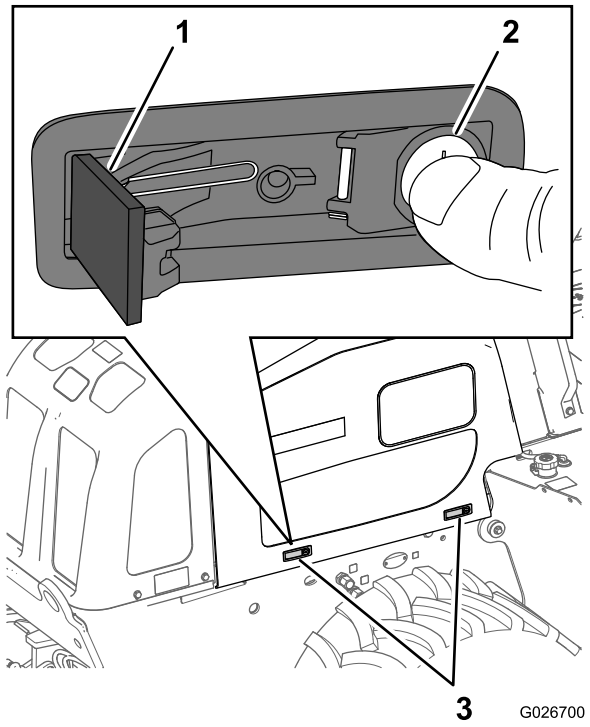

Figura 59
3. Pressione o botão da trava – a parte em que está o cilindro da fechadura (Figura 59).
4. Engate a trava empurrando sua alavanca para dentro (Figura 59).